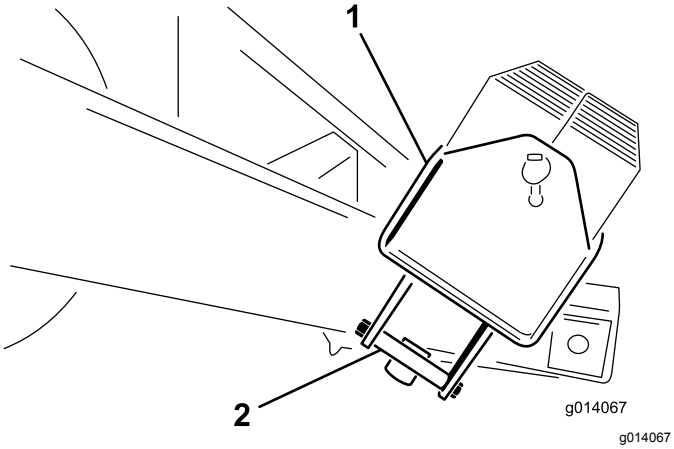

**Rysunek 5**
2. Wykręć śruby (1/2 x 5-1/2) cala ze wspornika montażowego skrzyni wagowej. Wyrzuć wsporniki montażowe (Rysunek 5).